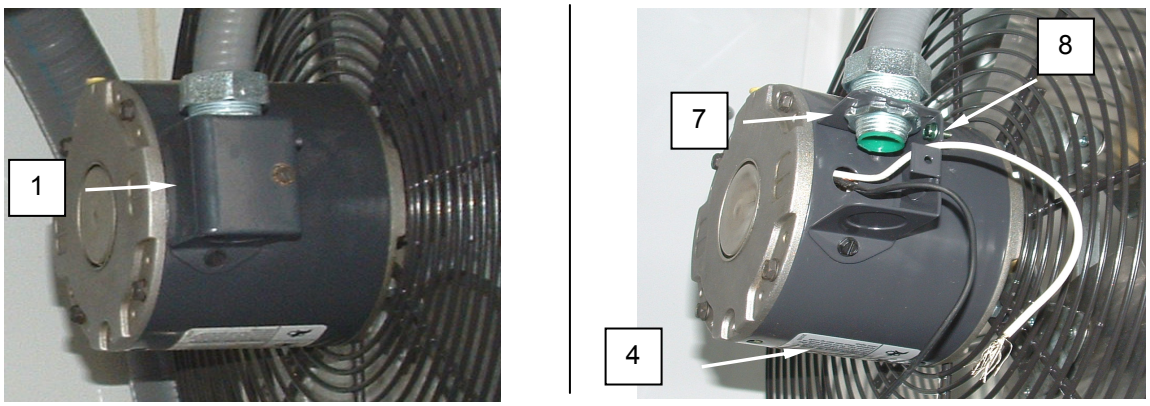

Figure 3. Replace the Exhaust Fan.
2. Remove screws retaining junction box cover **(Figure 3, Item 1)** and remove cover.
3. Tag and disconnect wiring from fan **(Figure 3, Item 4)**. The wiring may need to be cut.
4. Remove conduit locknut **(Figure 3, Item 7)** and remove conduit from junction box **(Figure 3, Item 8)**.
7. Remove screws retaining junction box cover **(Figure 3, Item 1)** from replacement fan **(Figure 3, Item 4)** and remove cover. If necessary, punch out the junction box penetration on the replacement fan.